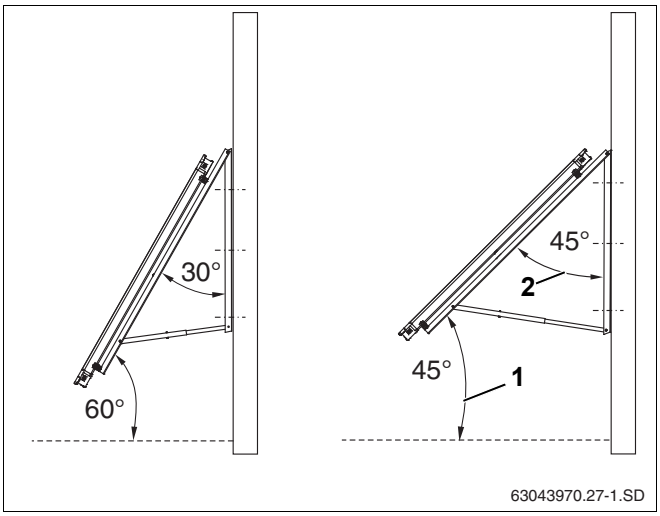

Рис. 10 Установочный угол коллектора на фасаде
- Установочный угол коллектора (рис. 10, **поз. 1**) относительно горизонта должен быть от 45° до 60° (т.е. угол наклона коллектора рис. 10, **поз. 2**, должен лежать в пределах от 30° до 45°).